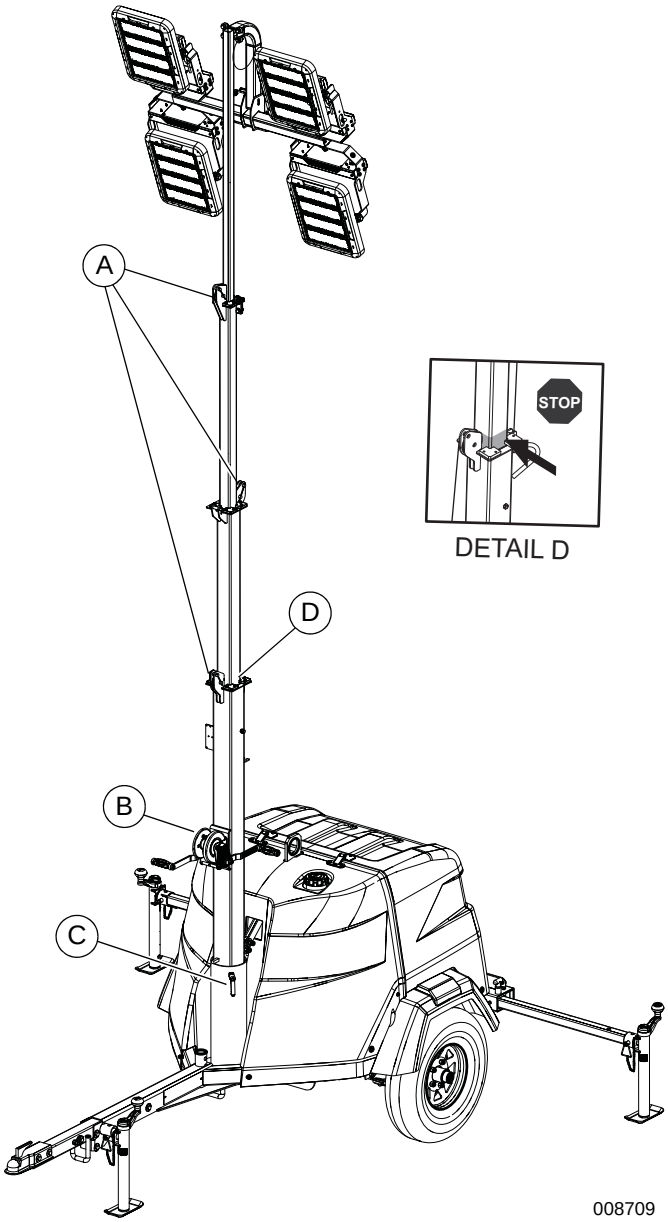

Figure 3-2. Pulley Locations—Manual Winch
2. See ***Figure 3-2***. Inspect the mast cables for excessive wear or damage. Verify the cables are properly centered in each pulley (A). Inspect the electrical cord for damage.
3. Rotate the mast by loosening the mast rotation knob (C) at the bottom of the mast. Turn the mast until the lights face in the desired direction. Tighten the mast rotation knob to secure the mast in position.
4. Using both hands, rotate the winch (B) to slowly extend the mast. Verify the coiled electrical cord is extending at the top sections of the mast. Stop extending the mast when the colored mark (D) on the second mast section is visible as seen in Detail D.